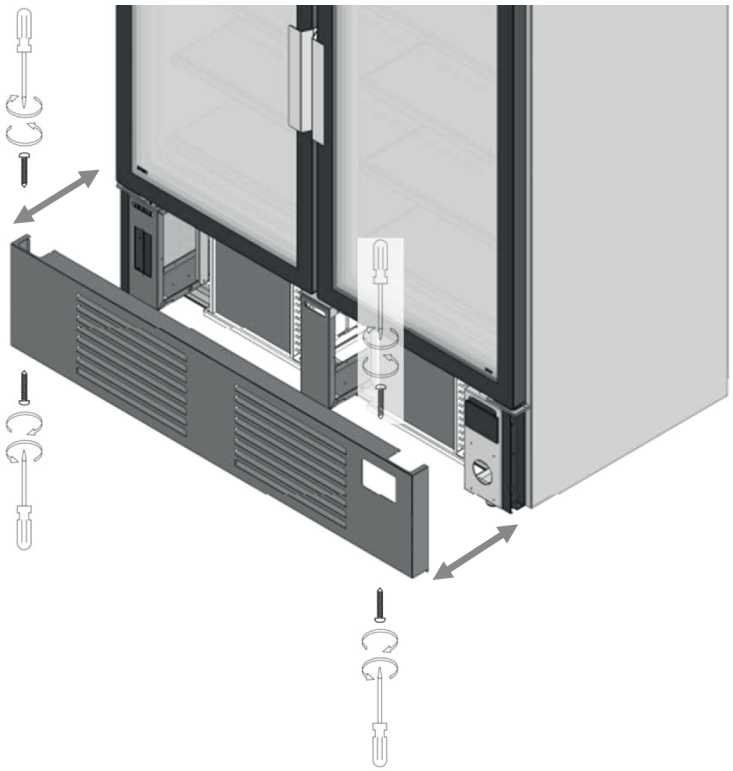

fig. 19
- Afin d'accéder aux parties internes de l'appareil et d'effectuer un nettoyage adéquat, il est possible d'enlever la couverture avant en retirant les vis de fixation situées sur la partie supérieure et inférieure de la couverture (fig. 19).